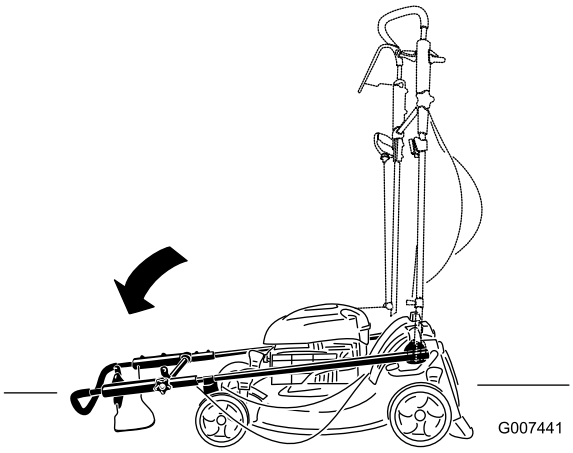

Figur 51
2. Skyv håndtaket hele veien fremover, og løsne øvre håndtaksknott (Figur 51).